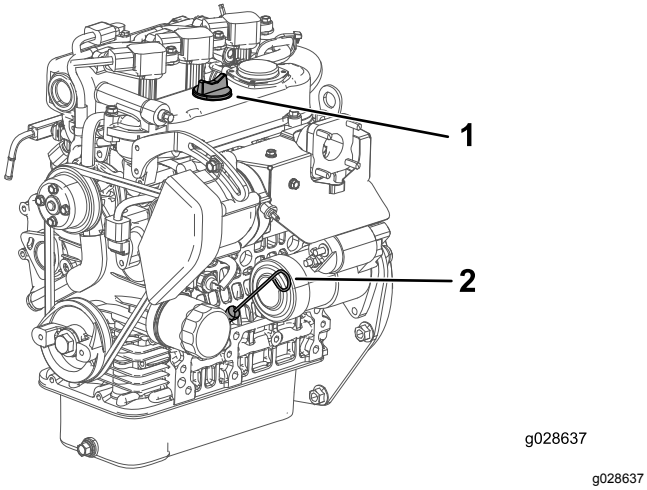

**Figur 35**
4. Fjern målepinden, og aftør den med en ren klud (Figur 35).
5. Sæt målepinden ned i røret, og sørg for, at den er helt i bund (Figur 35).
6. Fjern målepinden, og kontroller oliestanden (Figur 35).
7. Hvis oliestanden er lav, skal påfyldningsdækslet tages af (Figur 35) og tilstrækkeligt olie hældes på til at hæve niveauet til full-mærket på målepinden.
8. Sæt målepinden helt på plads (Figur 35).